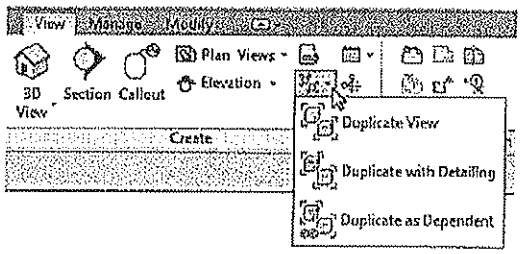

Figure 4–2
- Or, right-click on a view in the Project Browser and select the type of duplicate you want to use, as shown in Figure 4–3.